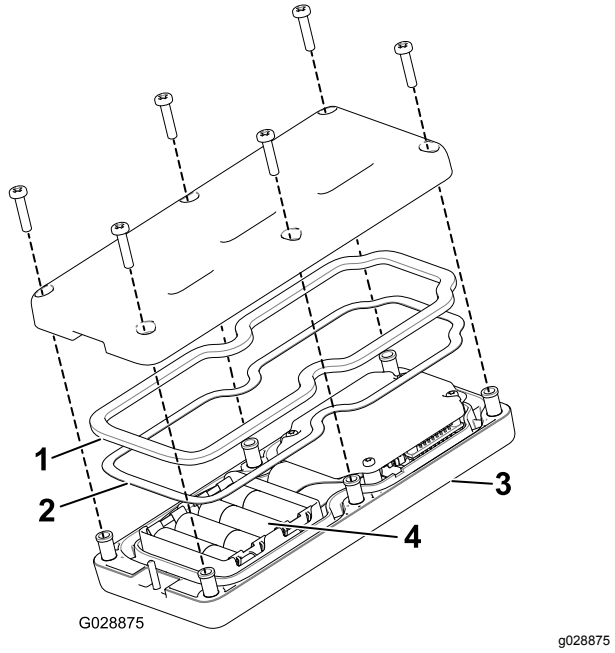

Figur 18
2. Sæt batterierne i batterirummet, og sørg for at forbinde med de rigtige poler. (Hvis batterierne ikke installeres korrekt, vil det ikke beskadige enheden, men den vil ikke virke.) I batterirummet findes der mærkater, der viser batteriernes poler (Figur 18).
3. Sørg for, at stålpakningen og gummipakningen er placeret i kanalen i styreenheden, og sæt bagdækslet på plads (Figur 18).
4. Fastgør dækslet med seks skruer (Figur 18), og tilspænd dem til et moment på 1,5 til 1,7 N·m.